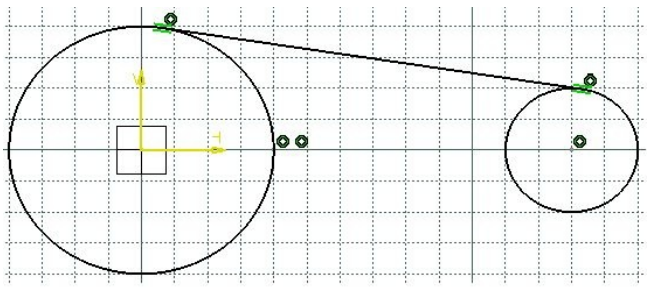

Figure 3-53 *The sketch after drawing the first tangent line*
9. Move the cursor to the first quadrant of the second circle and specify the endpoint of the line on its circumference; a tangent line is drawn, as shown in Figure 3-53.